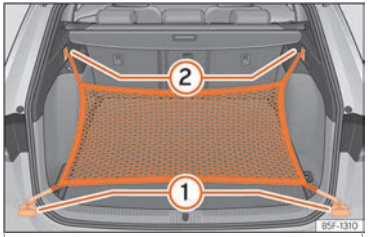

Fig. 133 En el maletero: argollas ① y ganchos ② para enganchar la bolsa de red.
- Fije los ganchos cortos de la red en las argollas de amarre ››› **fig. 133** ① ››› ⚠. La cremallera de la bolsa tiene que quedar hacia arriba.
- Fije las cintas en los ganchos para colgar bolsas ②.